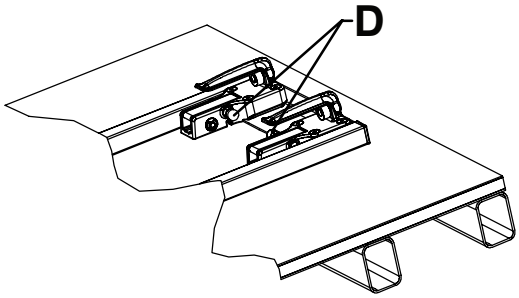

Figur 11 – Korrekt retning af kroge i hovedende – Eksempel 4C
- De røde udløserknapper skal vende mod midten af beslaget (Figur 11).